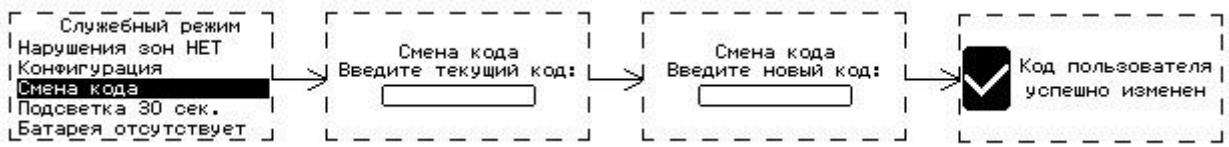

Рисунок 25 – Изменение кода пользователя
1) Нажать на встроенной клавиатуре клавишу , на ЖК-дисплее будет отображаться экран служебного режима (рисунок 25).
5) В случае успешного изменения кода, на ЖК-дисплее отображается сообщение об успешной смене кода пользователя (рисунок 25), прибор издает 2 коротких звуковых сигнала подтверждения. В случае ошибки изменения кода пользователя (текущий код не найден в памяти прибора), на ЖК-дисплее отображается сообщение об ошибке изменения кода пользователя, прибор издает длинный одиночный звуковой сигнал низкого тона (сигнал ошибки).